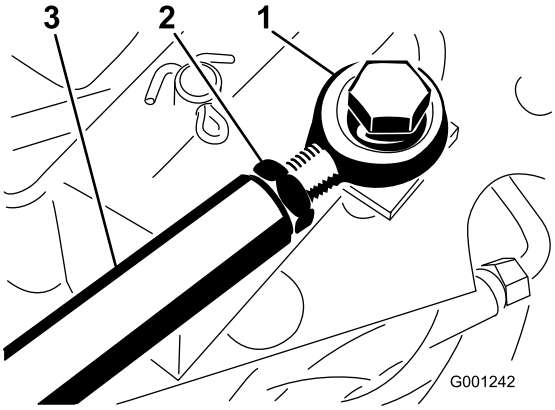

Figur 67
3. Hvis det er nødvendig med ytterligere justering, kan du justere trekkfunksjonsstaget (Figur 67) på følgende måte: